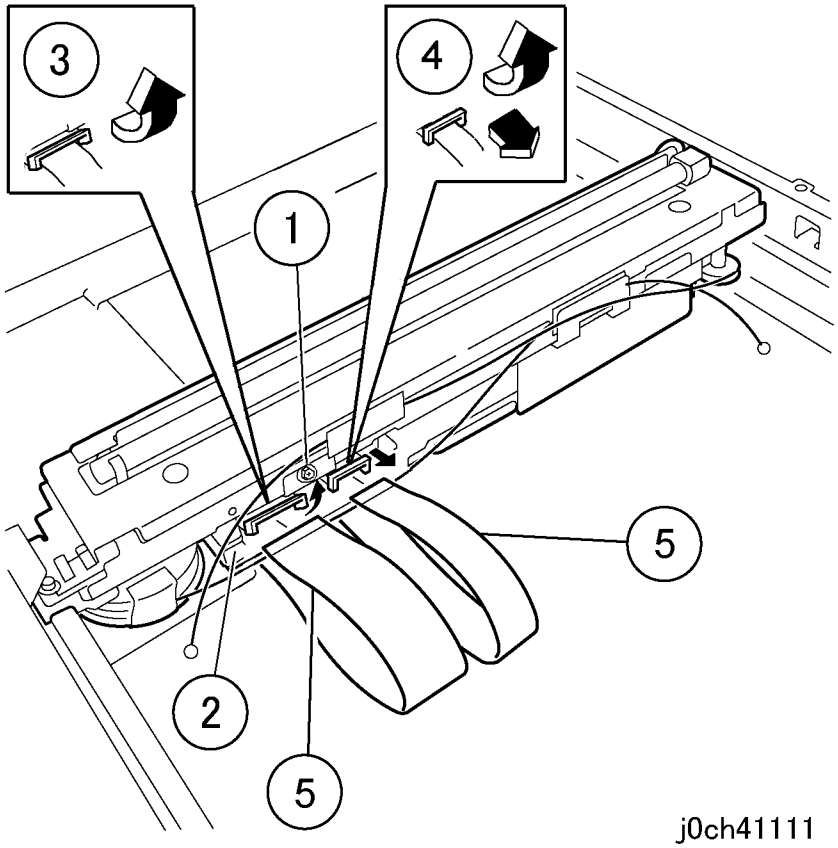

Рисунок 6 Снятие NSC/NBCP PWB (j0ch41111)
7. Снимите NSC/NBCP PWB (рисунок 6).